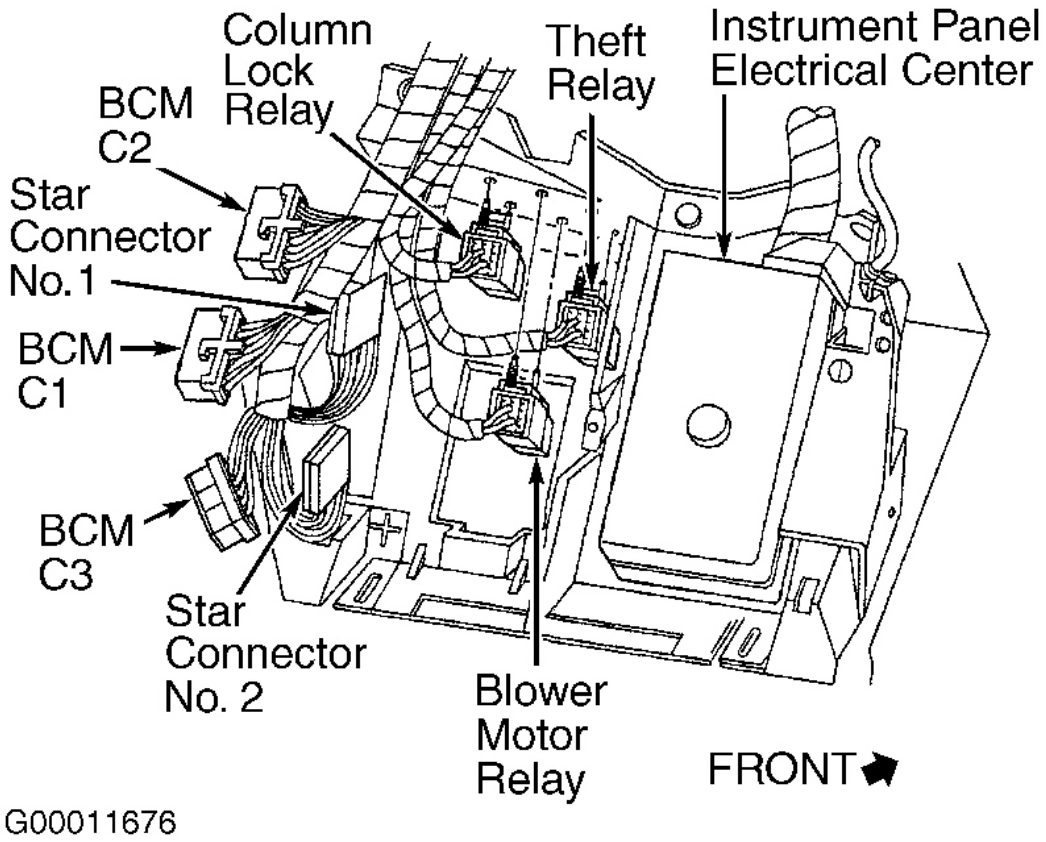

Fig. 17: Locating Body Control Module (BCM) & Star Connectors
8. Check for poor connections at BCM connectors. BCM is located under passenger's toe board. See **Fig. 17** . Repair as necessary. After repairs, go to step 14 . If circuit is okay, go to step 12 .